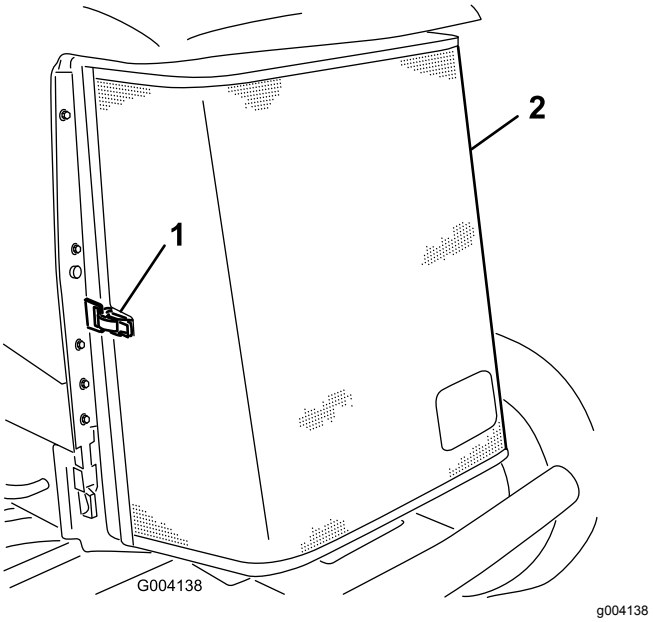

Figur 95
3. Lossa klämman och vrid upp det bakre gallret (Figur 95).